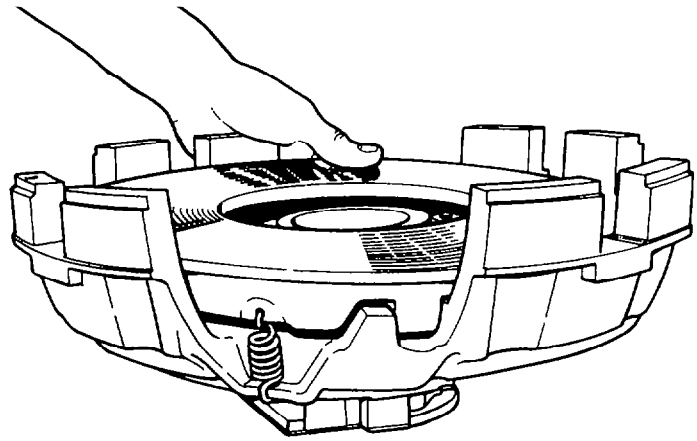

Fig. 169 — Pressure Plate Return Springs
i. Fit the pressure plate into the housing so that the punch or scribe marks are aligned; fit the return springs to the assembly (see fig. 169).